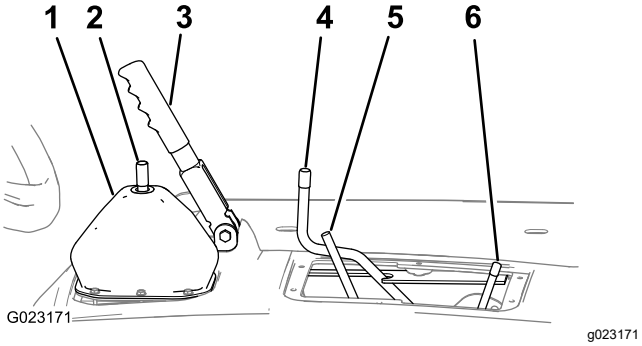

Figur 11
1. Koppla in parkeringsbromsen (Figur 11).
2. Flytta differentiallåsstaven framåt till höger för att låsa den i det inkopplade läget (Figur 11).